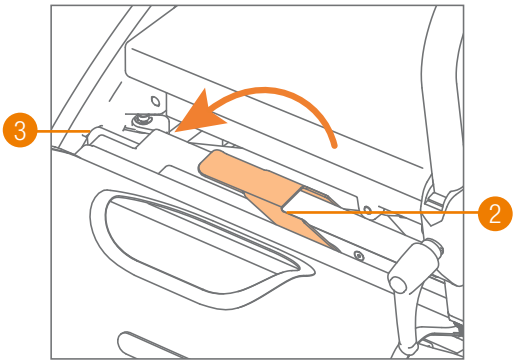

Figure 32: Locking the transport chair package.
d. Push the red handle back down without force to lock the transport chair package. The locking bolts will be released so that the package is properly secured **(Figure 32)**. You can now walk with the Rollz Motion walker, carrying along the transport chair package.